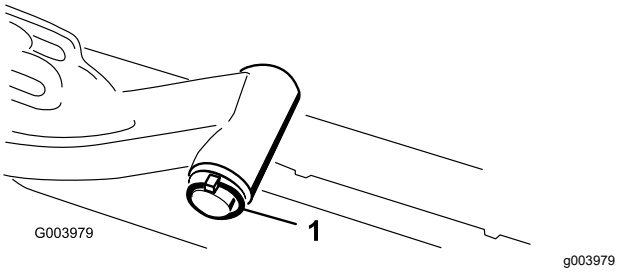

Figur 18
C. Før inn løftearmsakselen i løftearmen og fest den med skiven og splittpinnen (Figur 18).